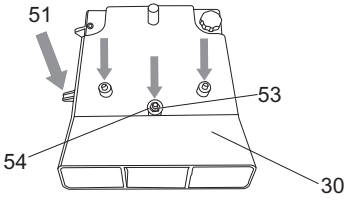

Fig. 12
> Tenha atenção à “aba” (51) já que esta é o ponto que ativa o interruptor de bloqueio de segurança (52) e permite que a plaina desengrossadora funcione de forma segura. (Fig. 12 e 13)
> Desaperte a porca (53) com a chave de 10 mm fornecida e, a seguir, retire-a juntamente com a arruela plana 8 (54). (Fig. 12)